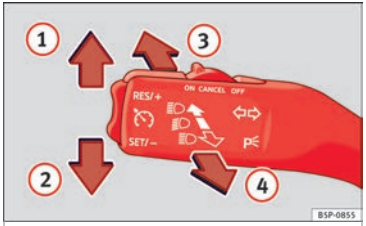

Fig. 60 Turn signal and main beam lever
– Move the lever all the way up ››› Fig. 60 (1) to indicate **right**, and all the way down (2) to indicate **left**.
– If the dipped lights are on, push the lever forward ››› Fig. 60 (3) to switch on the main beam headlights.
– Push the lever towards the steering wheel ››› Fig. 60 (4) to switch off the main beam.